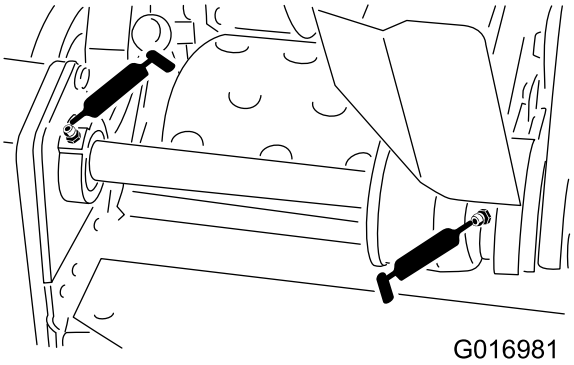

Figuur 20
- 2 op de lagers van de secundaire as van de messenkooi (Figuur 20)